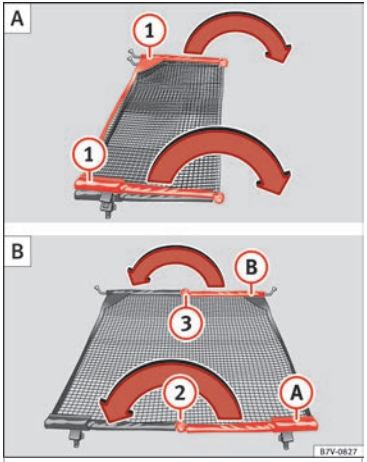

Fig. 91 Unfold the net partition (1) then fold it again (2) and (3)
Fold out the cross support rods ››› Fig. 91 (1) for the net partition fully in the direction of the arrow until you hear a “click”.
- Press on the release button ››› Fig. 91 (2) and bend the rod (A) in the direction of the arrow with the release button pressed.
- Press on the release button ››› Fig. 91 (3) and bend the rod (B) in the direction of the arrow with the release button pressed.